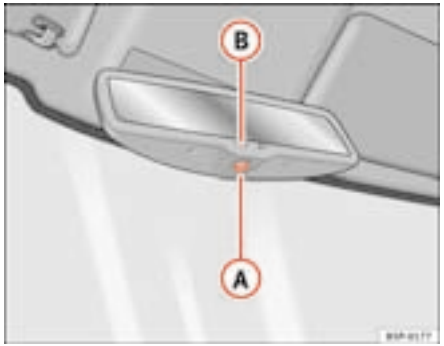

Fig. 85 Automatic anti-dazzle interior mirror.
– Press button (A) ⇒ fig. 85. Warning lamp (B) goes out:
– Press button (A) ⇒ fig. 85. Warning lamp is lit.